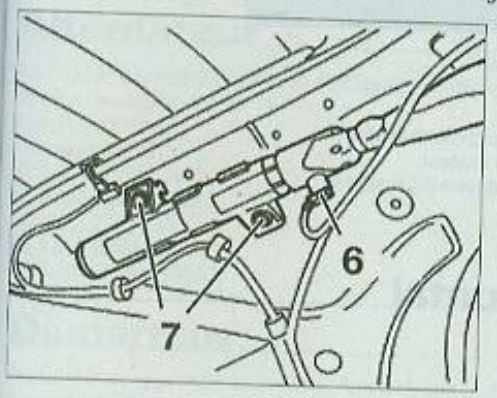

FIG. 19
- débrancher le connecteur (6) de l'amorce de l'airbag rideau (Fig.19).